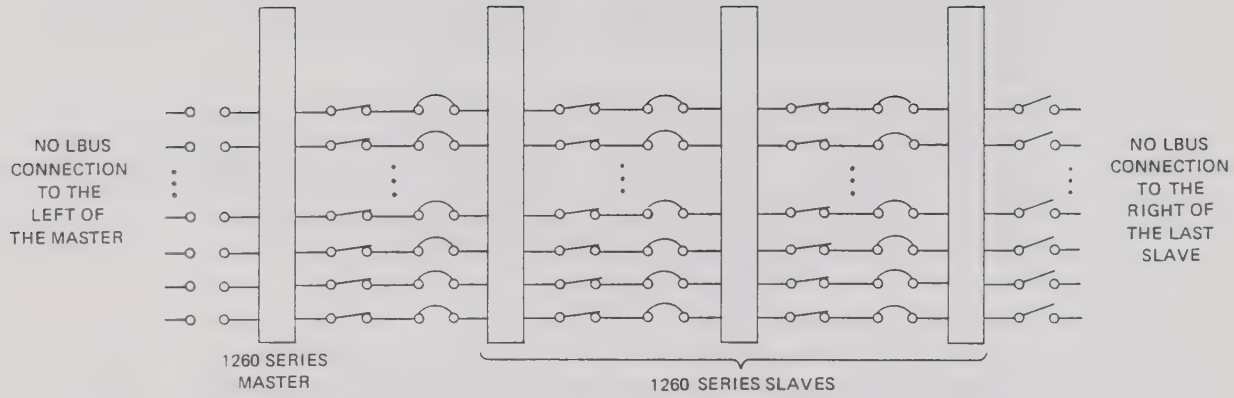

Figure 2-7, 1260 Series Master and Slave LBUS Interconnections
2.9.2 Before installing the switching system Master, the VXIbus specification defined IACKIN / IACKOUT daisy chain connection for the chassis slot that the Master will be resident in must be open circuited. This is acomplished in the Racal-Dana 1261 or 1262 chassis by opening the switch fitted on the daisychain. The switch used is the higher of the two switches on the lower switchbank to the left of the slot the Master is to be fitted to. Note that other vendors may choose to implement the daisy chain with either switches or jumpers. Refer to Figure 2-7 for an illustration of the LBUS daisychaining required by a 1260 Series Master and Slaves.